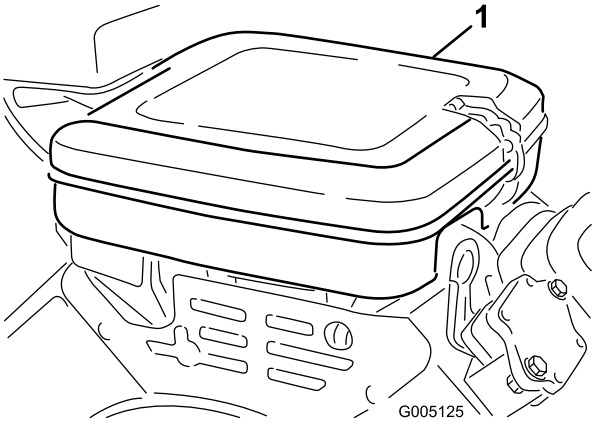

Figur 43
1. Lossa på låsklämmorna och ta bort luftrenarkåpan (Figur 43). Rengör kåpan ordentligt.